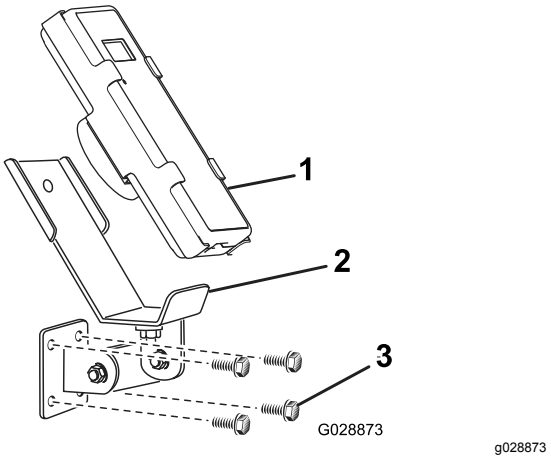
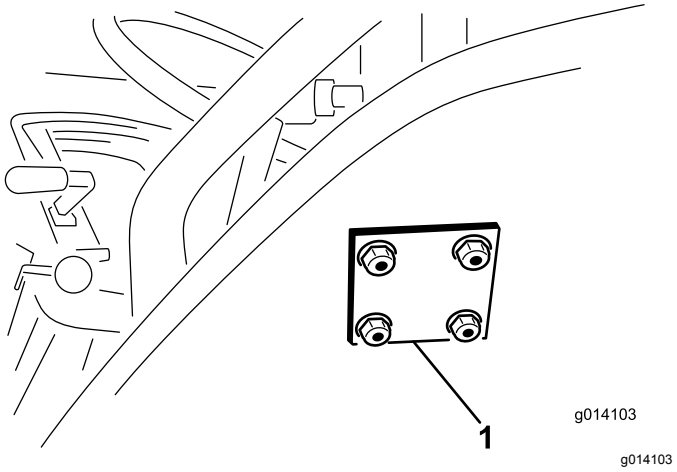

Figur 14
Figur 15
3. Monter monteringsbeslag og bagpladen med fire flangehovedbolte (5/16" x 1½") og flangemøtrikker (Figur 14 og Figur 15).